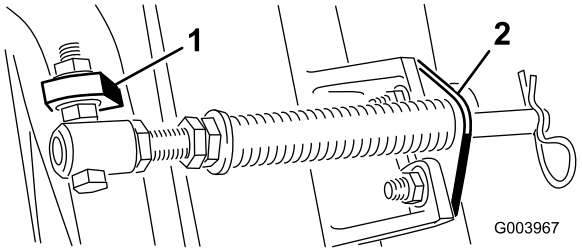

**Figuur 6**
C. Monteer de bout van de veerbuis aan de andere lip op het draagframe en zet deze vast met de flensmoer. De kop van de bout moet zich bevinden aan de buitenkant van de lip zoals wordt getoond in Figuur 6.
D. Monteer de stangbeugel aan de lippen op het maaidek met de slotbouten en de moeren (Figuur 6).